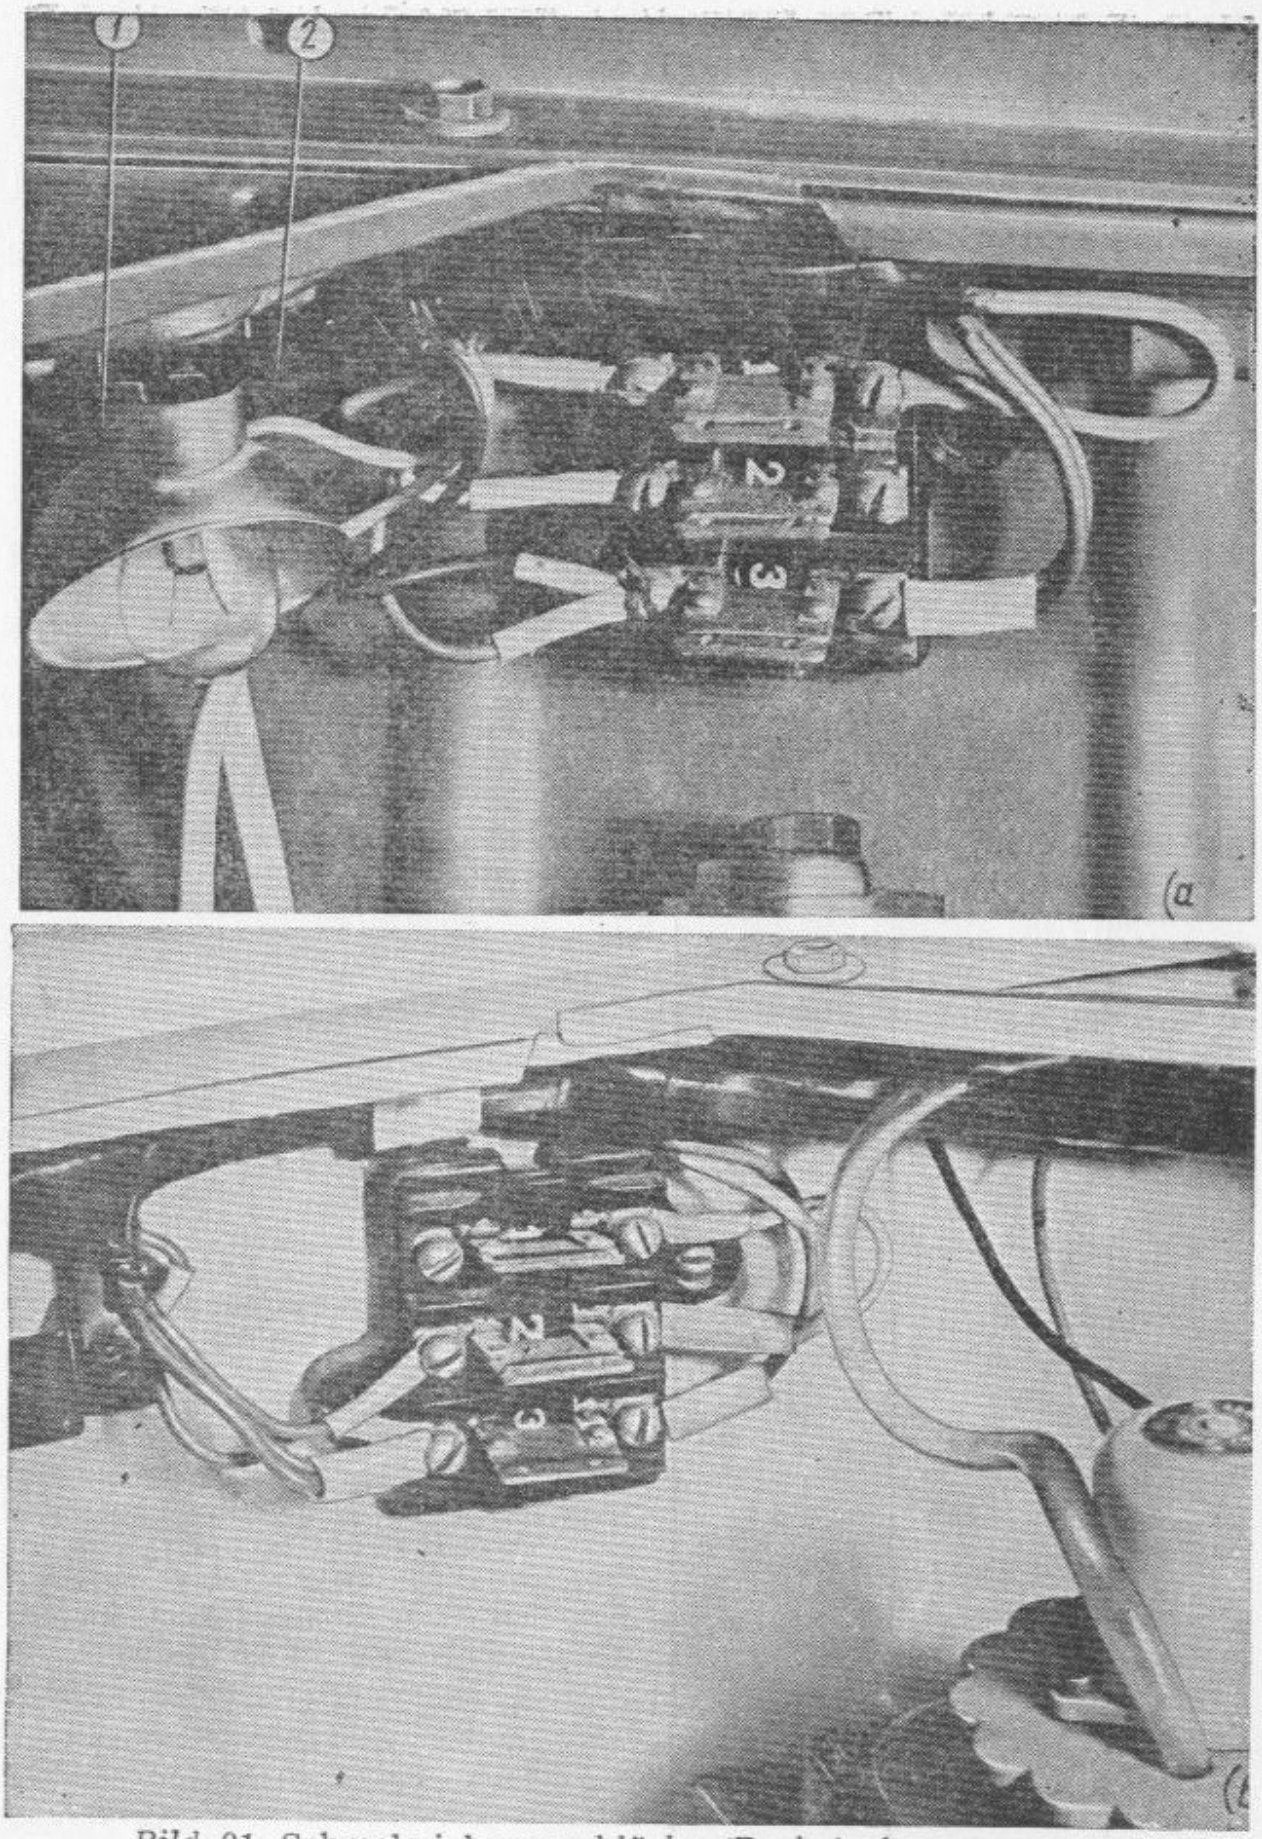

Bild 91. Schmelzsicherungsblöcke (Deckel abgenommen):
2. Schmelzsicherungsblock (Bild 91 *a*) auf dem linken Spritzblech des vorderen Kotflügels im Motorraum des Wagens angeordnet.
3. Schmelzsicherungsblock (Bild 91 *b*) auf dem rechten Spritzblech des vorderen Kotflügels im Motorraum des Wagens angeordnet.